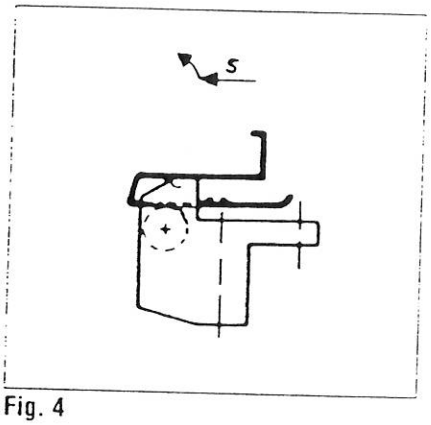

Fig. 4
4.3.2.1 Inspecting/replacing coil spring and coil-spring holder (Figs. 4 and 5)